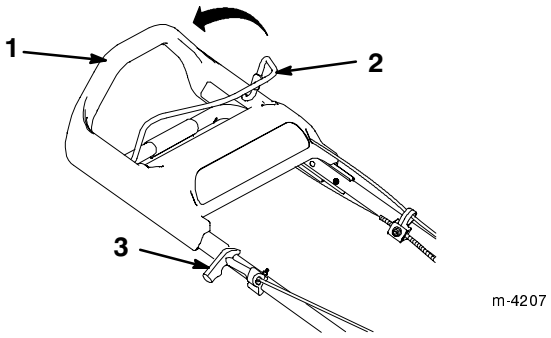

Figure 14
3. Hold the blade control bail against the upper handle (Fig. 14).
A. Pull the starter handle lightly until you feel resistance, then pull it sharply (Fig. 14).